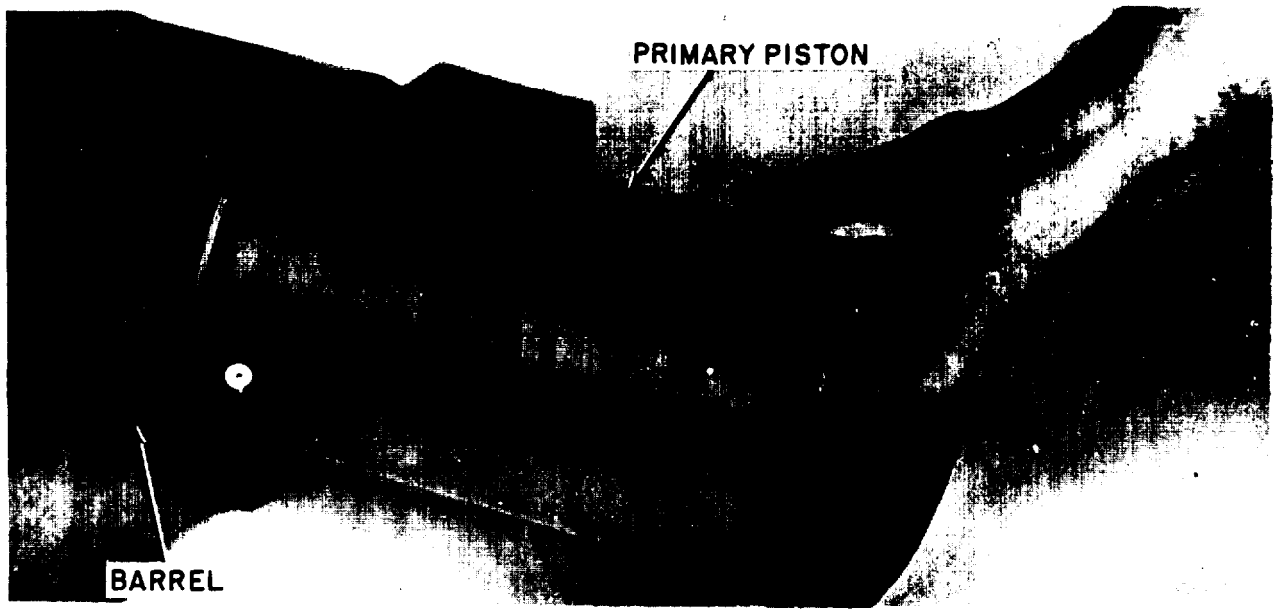

Figure 5-153. Primary Piston Removal
n. Remove primary piston from barrel as shown in figure 5-153. Remove any packings that did not come out with pistons.
c. Install primary piston into cylinder barrel, as shown in figure 5-153.